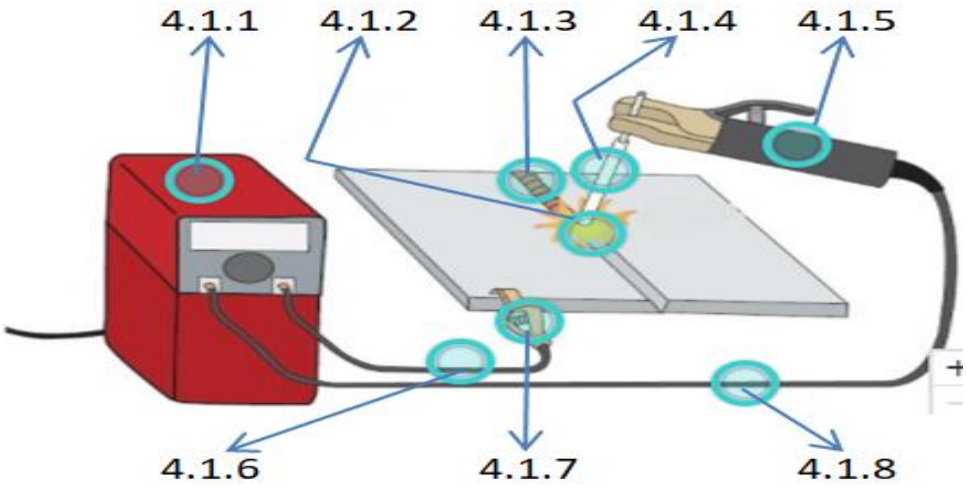

FIGUUR 3 (8)
4.1 Bestudeer FIGUUR 3 hier onder en benoem die gemerkte dele deur slegs die antwoord langs die vraagnommer (4.1.1–4.1.8) in die ANTWOORDBOEK te skryf.